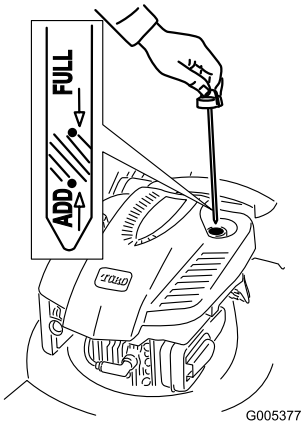

Figure 10
1. Remove the dipstick (Figure 10).
2. **Slowly** pour oil into the oil fill tube until the oil level reaches the **Full** mark on the dipstick (Figure 10). **Do not overfill.** Max. fill: 20 fl oz (0.59 l), type: SAE 30 detergent oil with an API service classification of SF, SG, SH, SJ, SL, or higher.
1. Remove the dipstick, wipe it clean, and fully install the dipstick (Figure 10).
2. Remove the dipstick and check the oil level (Figure 10). If the oil level is below the **Add** mark on the dipstick, **slowly** pour oil into the oil fill tube to raise the oil level to the **Full** mark on the dipstick. **Do not overfill.** (Max. fill: 20 fl oz (0.59 l), type: SAE 30 detergent oil with an API service classification of SF, SG, SH, SJ, SL, or higher.)